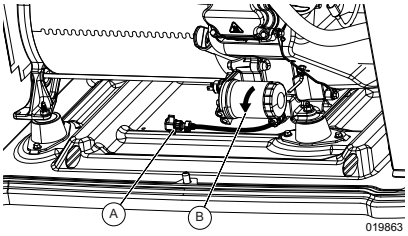
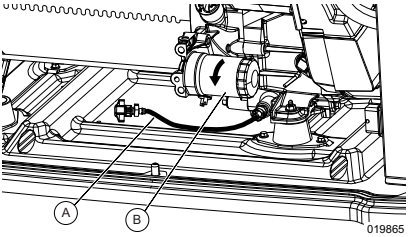
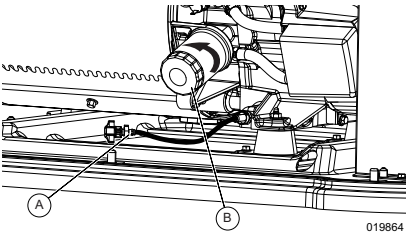

Figure 4-1. Oil Filter and Drain Location (10 kW)
Figure 4-2. Oil Filter and Drain Location (14–18 kW)
Figure 4-3. Oil Filter and Drain Location (22–28 kW)
5. See ***Figure 4-1***, ***Figure 4-2***, or ***Figure 4-3***. Remove front panel when unit has cooled. Pull oil drain hose (A) free of retaining clip. Remove cap from oil drain hose and place free end into a suitable container. Drain oil.